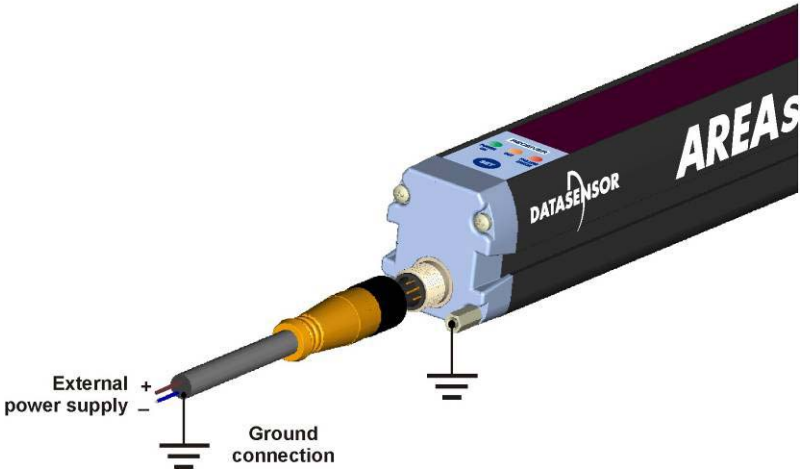

Fig. 5
- Sheilded cables are not foreseen in the standard connection. However, if necessary, these cables can be used; in this case ground connection is necessary of both the unit and cable, as shown in Fig.5.
- Follow the connection illustrated in Fig.5 when ground connection of the entire system is used.